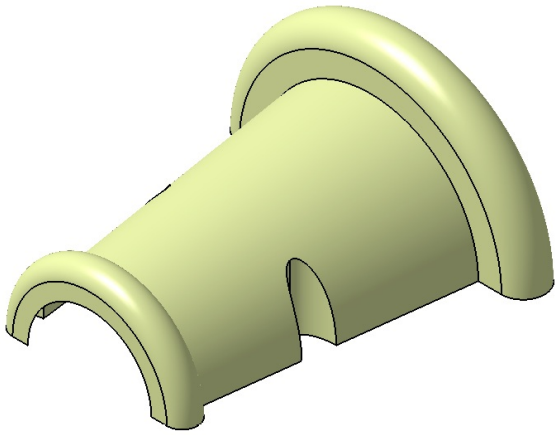

Figure 18-90 *Model after trimming the base surface*
3. Choose the **OK** button from the **Trim Definition** dialog box. The model after trimming the base surface is displayed in Figure 18-90.